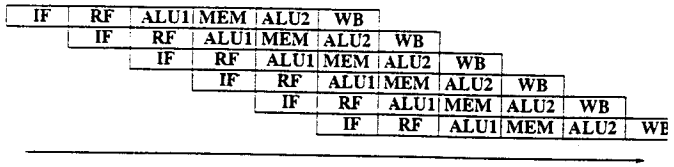

Abbildung 5: Struktur der Pipeline
1. Wir identifizieren zunächst die Pipelinestufen, in denen ein Addierer bzw. Inkrementer benötigt wird. Es handelt sich dabei um die Stufen IF (Inkrementieren des PCs), ALU1 (Berechnung von Adressen) und ALU2 (Ausführung von Operationen). Aufgrund der Annahme, daß in jdem Zyklus ein neuer Befehl gestartet wird, ergibt sich die in Abbildung 5 dargestellte Situation. Da alle erwähnten Pipelinestufen in ein und demselben Zyklus vorkommen können, sind insgesamt 3 Addierer bzw. Inkrementer notwendig.